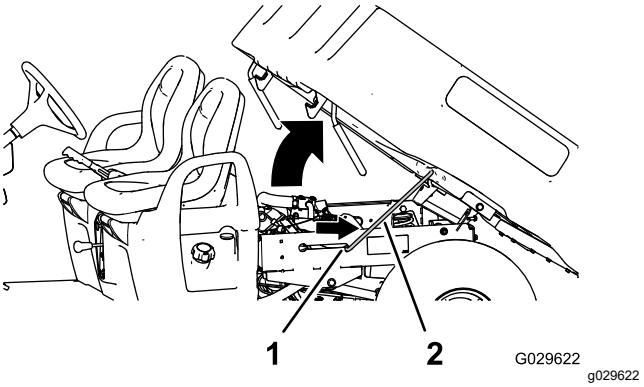

**Figuur 15**
2. Zet de steunstang in de borgsleuf om de laadbak vast te zetten (Figuur 15).
2. Neem de steunstang uit de palopening (Figuur 15).
3. Laat de bak neer tot hij stevig vergrendeld is (Figuur 15).